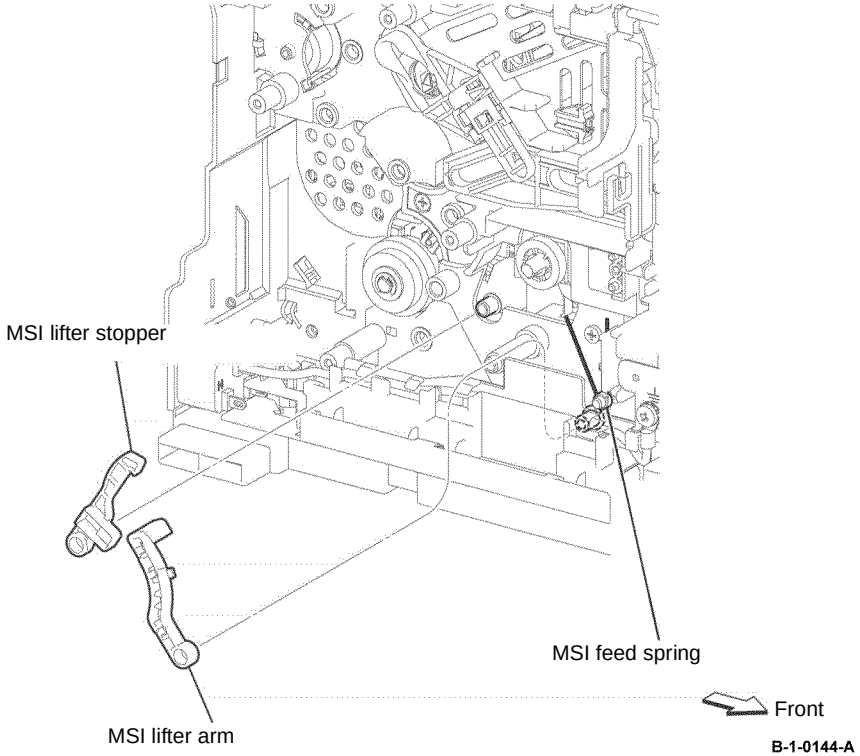

Figure 3 MSI lifter arm and lifter stopper removal
20. Release the MSI feed spring from the MSI lifter arm, then remove the MSI lifter arm and MSI lifter stopper, Figure 3.